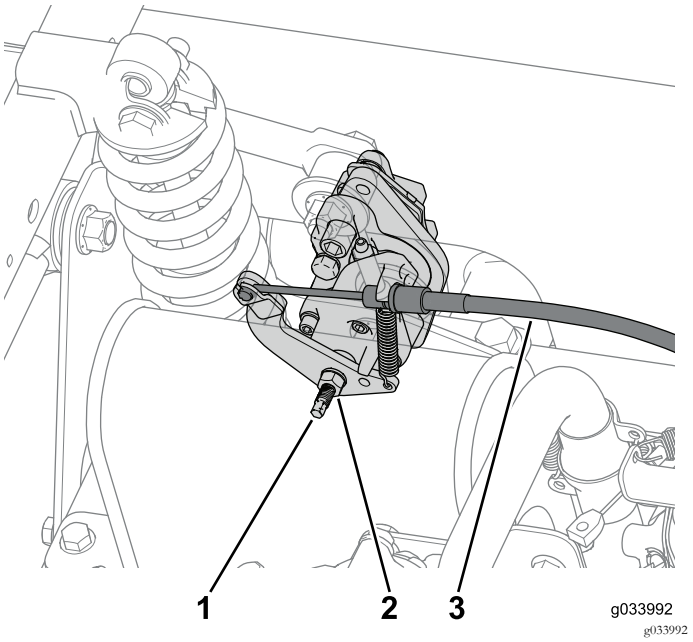

Figura 8
1. Afloje la contratuerca y gire el tornillo de ajuste 2 vueltas en sentido antihorario en las dos pinzas de freno traseras (Figura 8).
2. Desconexión del cable del freno de estacionamiento de las dos pinzas de freno traseras (Figura 8).